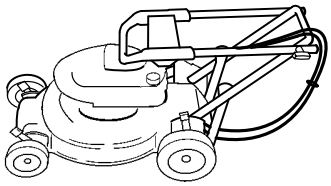

Afbeelding 32
2. Zwaai voorzichtig het bovendeel van de handgreep naar voren, totdat het op de motor rust (Afb. 32).